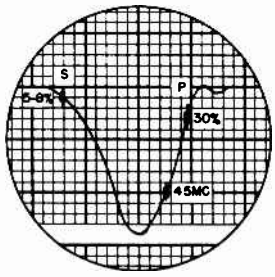

Fig. 18. Over-all Curve
c. The fine tuning control is set to place the picture carrier at 30% and the audio carrier between 5-8% as shown in figure 18.